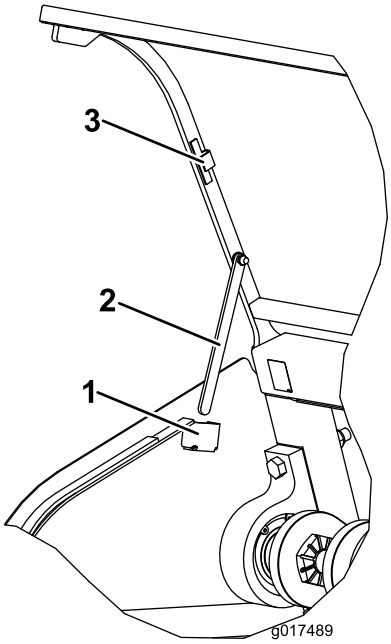

**Figur 33**
3. På hver side av panseret, drei støttestangen ned fra den magnetiske oppbevaringsbraketten, og før den inn i støttestanghekten (Figur 33).